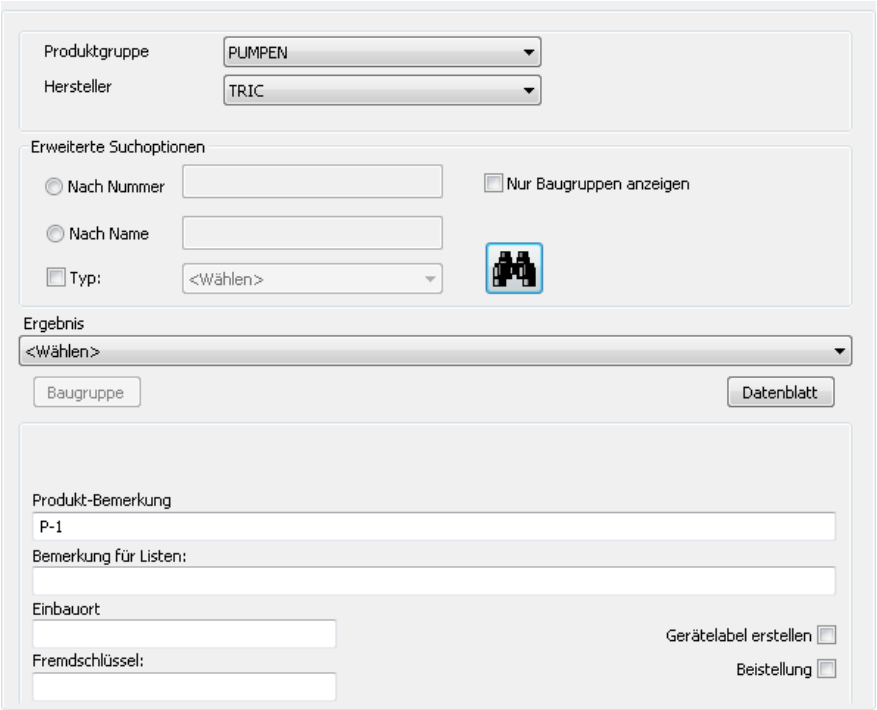

Bild 29.16 – Bearbeiten, Rubrik *Produkte*
- schalten Sie um zur Rubrik *Produkte*. Die Optionen werden eingeblendet (Abb. 29.16).